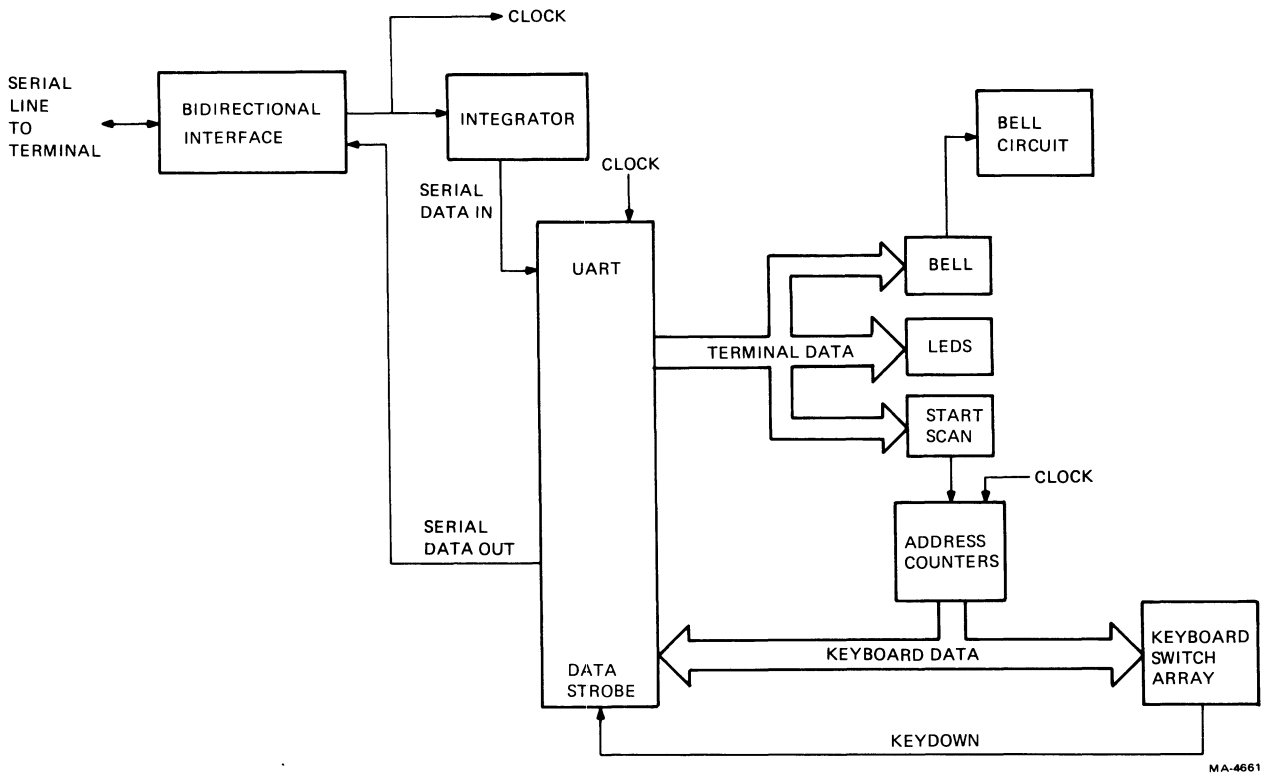

Figure 4-4-1 Keyboard Block Diagram
4.4.1 Keyboard Block Diagram (Figure 4-4-1)